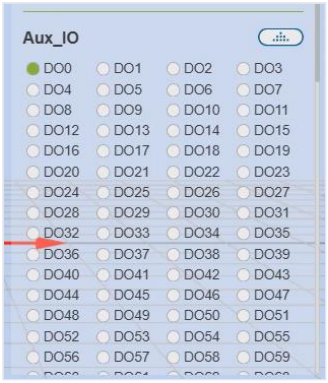

Rys. 58. Podgląd Aux_IO: włączone wyjście DO0 (dokumentacja FAIRINO, panel po angielsku).
3. Otwórz podgląd wejść i wyjść (prawy pasek, **I/O**). W części **Aux_IO** zobaczysz stany wyjść rozszerzonych (rys. 58). Stanowisko używa tych wyjść (program testowy producenta):